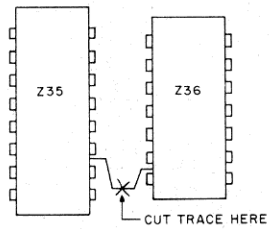

Fig. 7
- Cut the trace between Z36 pin 8 and Z31 pin 1 (see Fig. 7).